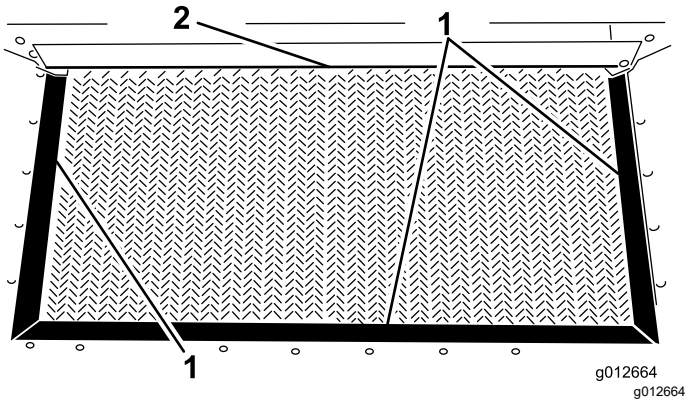

Figur 27
3. Efterse tragtbeholderens forseglinger og portkant for slitage eller beskadigede kanter (Figur 27).